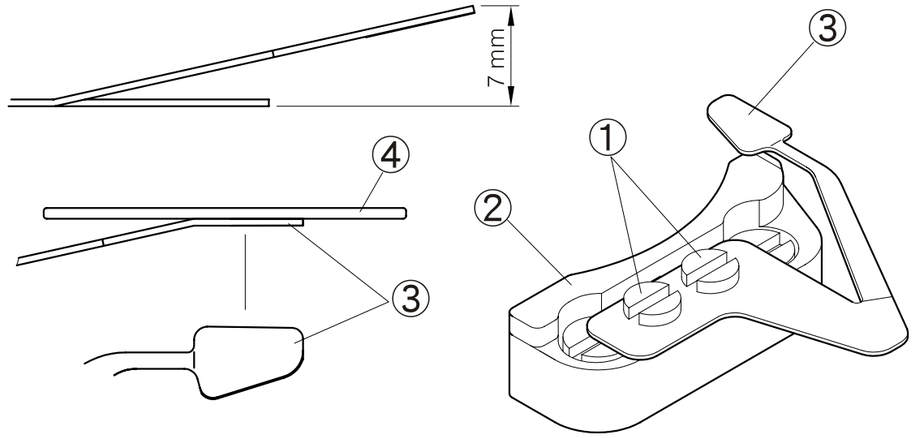

Fig. 28
2. La altura estándar de la abrazadera resorte del hilo inferior es de 7mm. (Fig. 28)